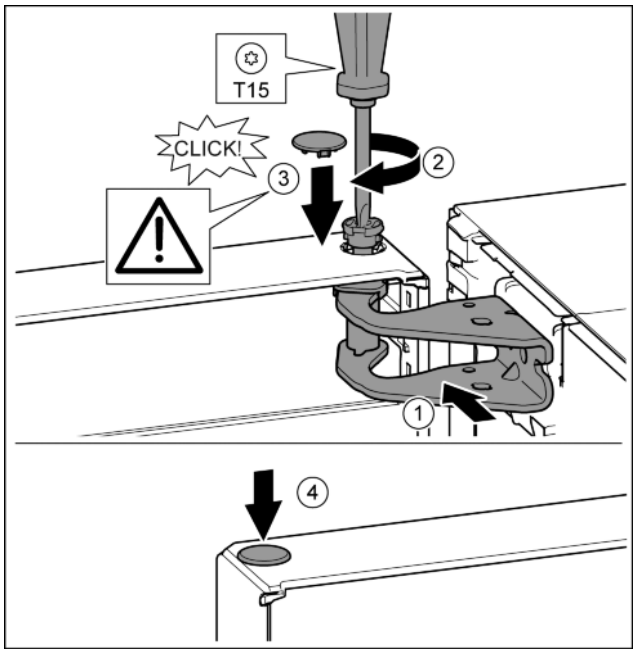

*Fig. 20*
- ▶ Align the top of the door with opening in the bearing bracket. *Fig. 20 (1)*
- ▶ Insert the bolt and tighten with a T15 screwdriver. *Fig. 20 (2)*
- ▶ Fit the protective cover to protect the door: Insert the protective cover and check that it is attached to the door. If not, insert the bolt fully. *Fig. 20 (3)*
- ▶ Insert the plugs. *Fig. 20 (4)*